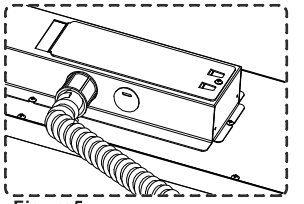

Figure5
Étape 5: Fermez la boîte du circuit et vissez. (Figure 5).